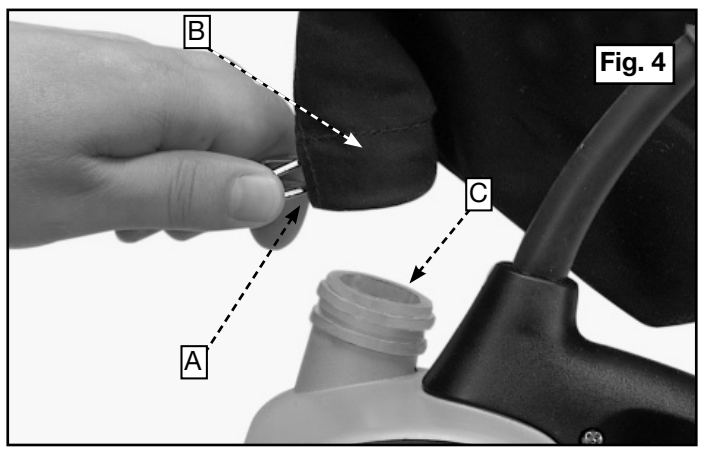

Fig. 4
To install the dust bag depress the spring clips (A) Fig. 4 of the dust bag (B) and clip the dust bag over the rib of the dust spout (C). For the most efficient operation, empty the dust bag when it is approximately half full. Squeeze the spring clip and pull dust bag off vacuum housing, unzip the rear of the bag, and shake out the dust. Every so often, turn the bag inside out and brush the accumulated dust from the inside.